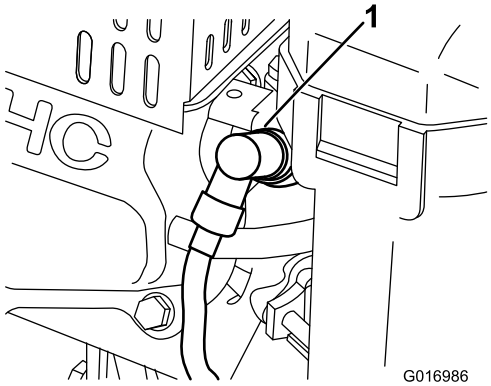

Figur 27
1. Trekk den støpte kabelen av tennpluggen (Figur 27).